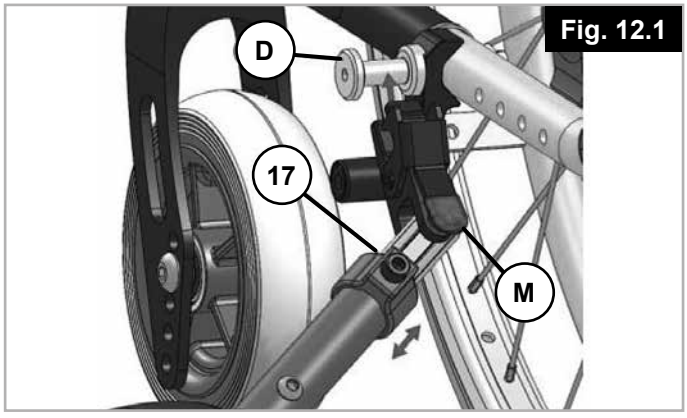

Fig. 12.1
Öffnen Sie durch drücken auf den roten Hebel (M) die Verriegelung auf beiden Seiten und entfernen Sie die Schiebehilfe vom Rollstuhl (Fig. 12.1).